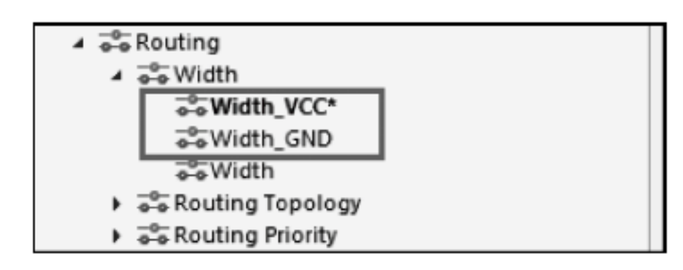

图 2-18　新建两个线宽规则
(1) 在 PCB 设计环境下，按快捷键 D+R 打开“PCB 设计规则及约束编辑器”对话框，将光标移动到 Routing 下的 Width 选项上右击，从弹出的快捷菜单中执行“新规则”命令新建一个线宽规则并将规则名称命名为 Width_VCC，按照同样的方法再新建一个线宽规则，命名为 Width_GND，如图 2-18 所示。